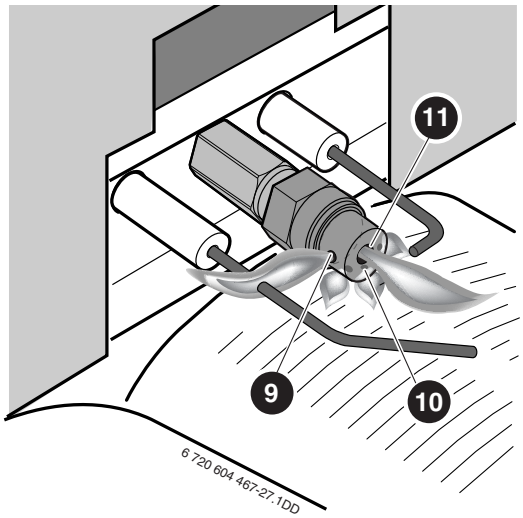

Рис. 25
- и если пламя выглядит, как показано на Рис. 25.